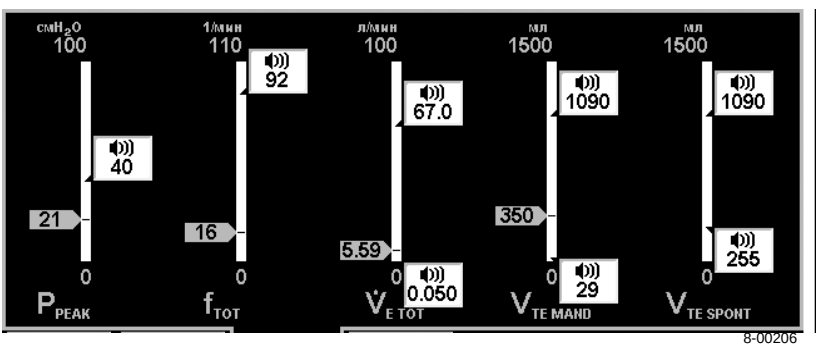

Рис. 4-5. Настройка тревоги
1. Нажмите кнопку НАСТРОЙКА ВЕНТИЛЯЦИИ АПНОЭ (на нижнем экране), чтобы просмотреть текущую настройку вентиляции апноэ (см. Рис. 4-5). Стрелка слева от каждой панели показывает текущее значение данных пациента для каждого параметра. Кнопки справа от каждой панели показывают пределы тревоги для каждого параметра.